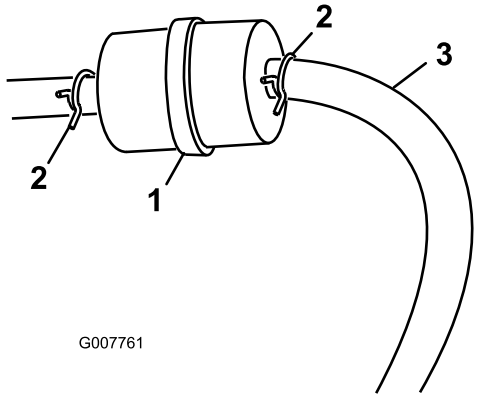

Figur 25
3. Klem sammen endene på slangeklemmene, og skyv dem bort fra filteret (Figur 25).
5. Monter et nytt filter, og skyv slangeklemmene nær opptil filteret (Figur 25).
3. ○Løsne på drivstoffilterets slangeklemme og skyv den opp i bensinslangen, bort fra drivstoffilteret (Figur 25).
4. Koble bensinslangen fra drivstoffilteret (Figur 25).
Merk: La bensinen tømmes ut i en drivstoffbeholder eller tappefat (Figur 25).
5. Sett bensinslangen på drivstoffilteret. Skyv slangeklemmen nært opptil drivstoffilteret for å feste bensinslangen (Figur 25).